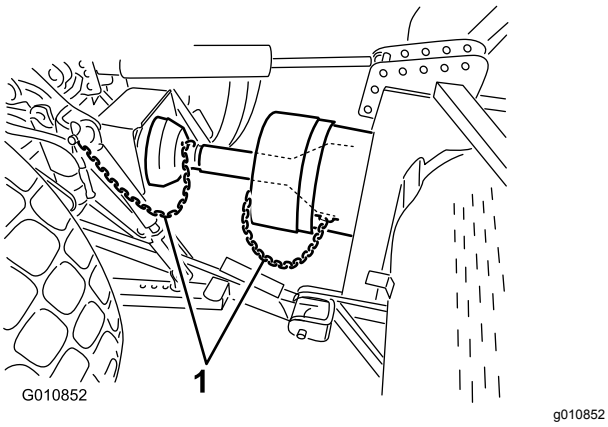

Figuur 25
6. Sluit de veiligheidskettingen aan op het aftakasscherm en de beugel van de tractie-eenheid (Figuur 25). Controleer of de kettingen genoeg speling hebben als de beluchter omhoog of omlaag wordt gebracht.